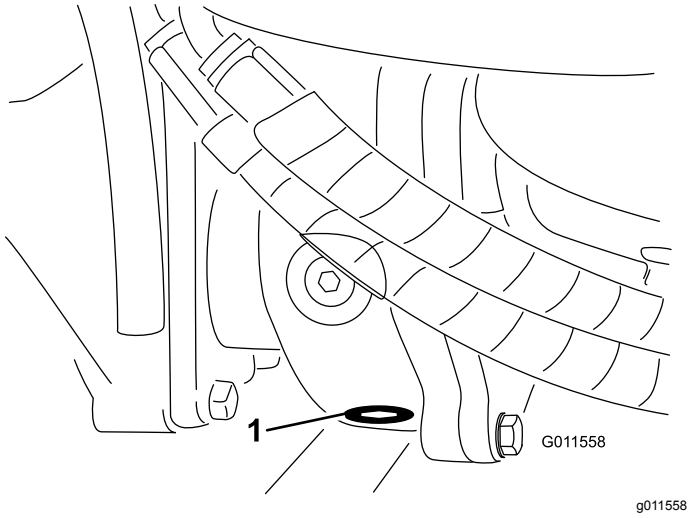

Figuur 94
5. Reinig de omgeving van de aftapplug aan de onderkant van de tandwielkast (Figuur 94).